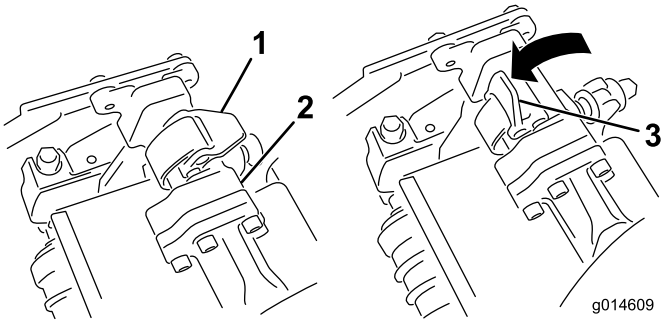
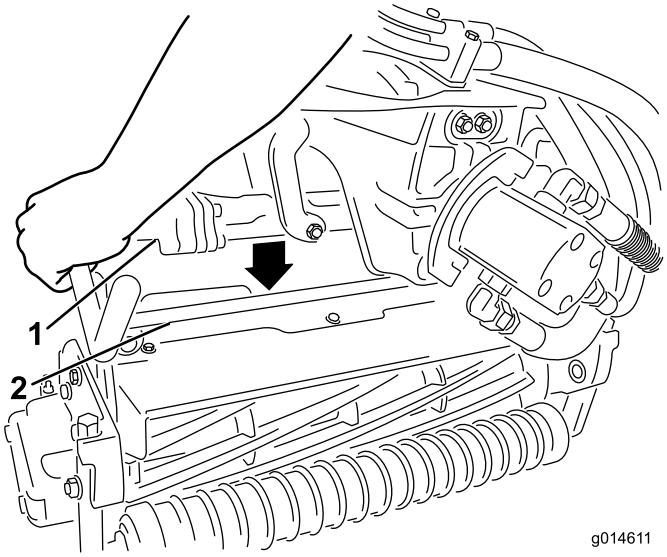

Figur 33
Figur 34
3. Låt spärrarna på upphängningsarmstången peka uppåt (dvs. de ska vara öppna) (Figur 33) och tryck upphängningsarmen nedåt så att stången passar över stången över ovansidan av klippenheten (Figur 34).
4. Fäll spärrarna nedåt och runt klippenhetsstången och lås dem på plats (Figur 33).
4. Öppna spärrarna på upphängningsarmstången på den klippenhet som du tar bort (Figur 33).